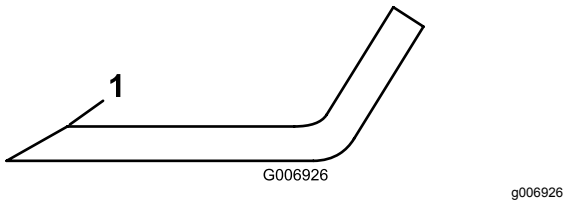

Figur 76
4. Kontrollera eggarna på samtliga knivar. Slipa dem om de är slöa eller hackiga, slipa endast knivseggens översta del och behåll den ursprungliga skärvinkeln för bästa skärpa (Figur 76).